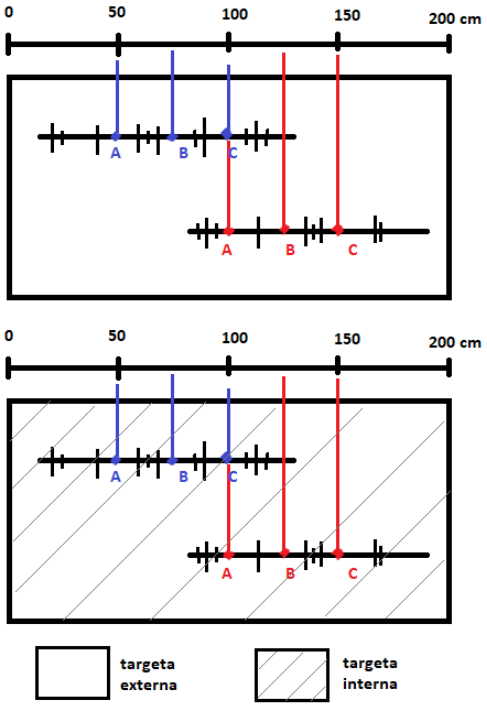

Figura 5 - "Introducción de la regla patrón y obtención de puntos"
2- Estableciendo un determinado paso, asignarle a cada valor de la regla patrón (X), una imagen (Y) para cada una de las reglas en cada tarjeta (Figura 5).